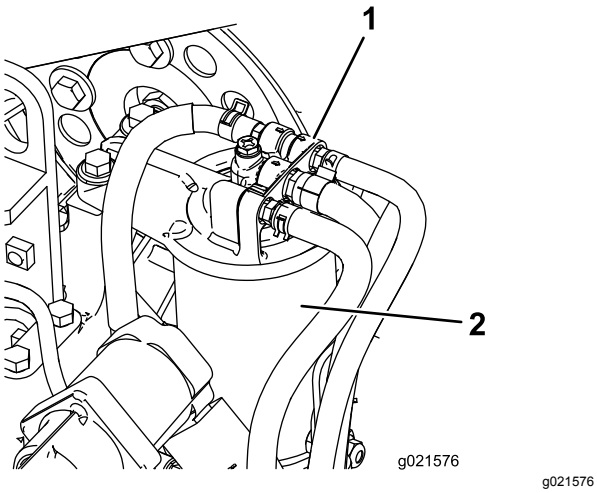

Figuur 89
1. Maak de omgeving van de kop van het brandstoffilter schoon (Figuur 89).
2. Verwijder het filter en reinig het filterkopplaatsingsoppervlak (Figuur 89).